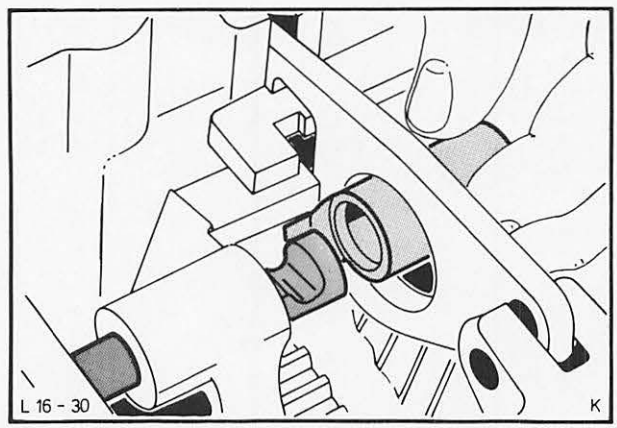

Abb. 76 Schaltwelle einbauen
56. Beide Schaltgabeln und Schaltfinger einlegen. Schaltwelle von hinten in das Gehäuse einführen. Spannstift in Schaltwelle und Schaltfinger einsetzen, Abb. 76.